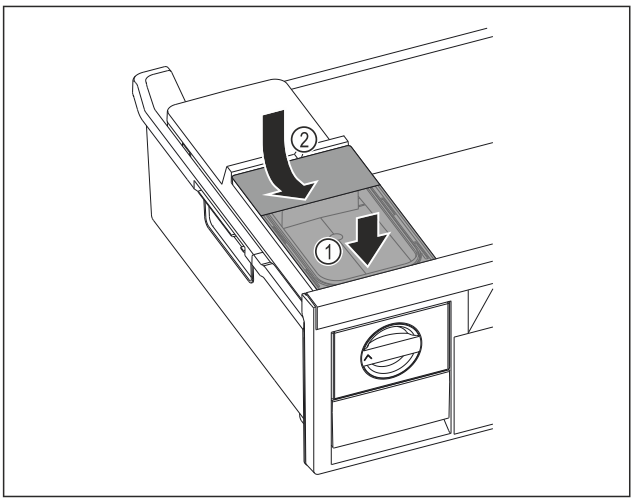

Fig. 99
▶ Установите бак для воды спереди. *Fig. 99 (1)*
▶ Опустить бак для воды сзади. *Fig. 99 (2)*